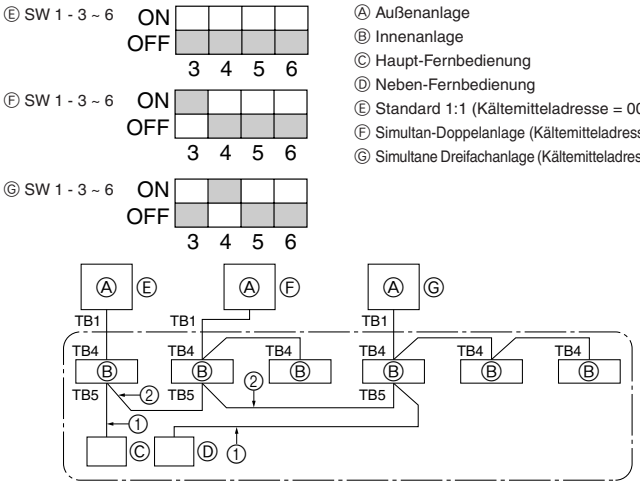

Fig. 9-1
① Vergewissern Sie sich vor dem Sammeln des Kältemittels zunächst, daß alle SW5-DIP-Schalter für Funktionsänderungen auf der Schalttafel der Außenanlage auf OFF/AUS gestellt sind. Wenn nicht alle SW5-Schalter auf OFF/AUS gestellt sind, notieren Sie zunächst die Einstellungen, und stellen Sie dann alle Schalter auf OFF/AUS. Beginnen Sie mit dem Sammeln des Kältemittels. Schalten Sie die SW5-Schalter nach dem Transport der Anlage an einen neuen Aufstellungsort und dem Abschluß des Testlaufs auf die zuvor notierten Einstellungswerte.
② Schalten Sie die Anlage ein (Leistungsschalter).
③ Stellen Sie nach dem Schließen des Gassperrventils den SWP-Schalter auf der Schalttafel der Außenanlage auf ON/EIN ein. Der Kompressor (Außenanlage) und die Ventilatoren (Innen- und Außenanlagen) beginnen zu arbeiten und der Kältemittelsammelvorgang setzt ein. LED1 und LED2 auf der Schalttafel der Außenanlage leuchten.
④ Da die Anlage sich automatisch etwa zwei bis drei Minuten nach dem Sammeln des Kältemittels ausschaltet (LED1 und LED2 leuchten), stellen Sie sicher, daß das Gassperrventil unverzüglich geschlossen wird. Wenn LED1 und LED2 leuchten und die Außenanlage ausgeschaltet ist, öffnen Sie das Flüssigkeitssperrventil vollständig, und wiederholen Sie dann nach Ablauf von drei Minuten Schritt ③.
⑤ Unterbrechen Sie die Stromversorgung (Leistungsschalter).
9. Kontrolle des Systems (Fig. 9-1)